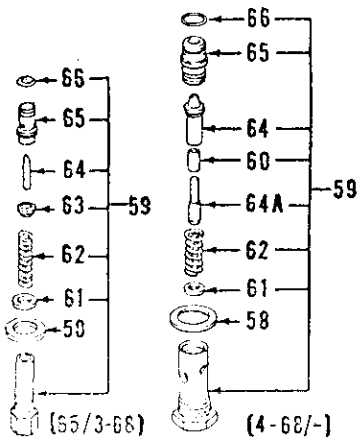

Fig. 376–Exploded view of early (65-3/68) and late (4/68 & up) hydraulic system relief valve for all models.
Refer to exploded view of pressure relief valve in Fig. 376 and unscrew the relief valve seat (65), then remove the valve (64), spring seat (63); or seal (60), guide pin (64A), and spring (62). Add one shim to shim stack (61) to increase relief valve setting or remove a shim to decrease setting; a difference in shim stack thickness of 0.010 should change relief valve setting approximately 100 psi. CAUTION: Measure total shim stack thickness and do not install a total thickness of more than 0.080. Shims are available in thicknesses of 0.010, 0.015 and 0.025. Reassemble the relief valve, reinstall with new "O" ring (66) and recheck pressure.